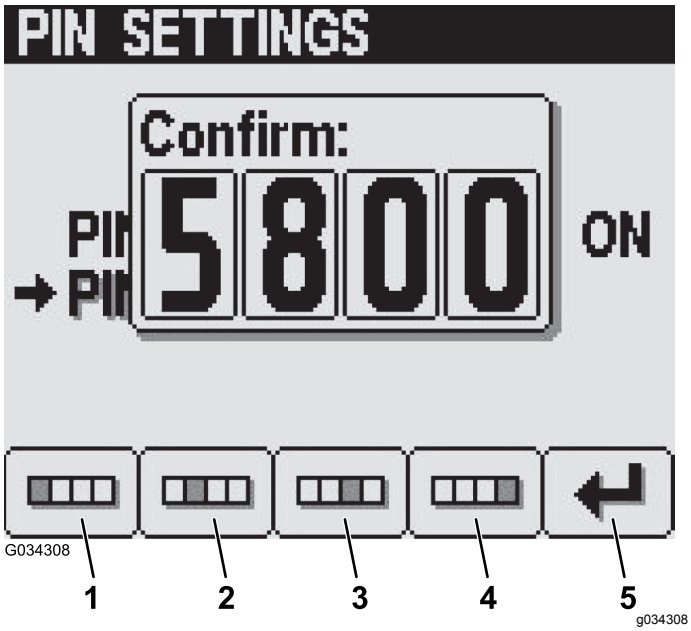

Figur 37
6. Gå till skärmen Bekräfta, ange den nya PIN-koden med knapp 1–4 och tryck på knapp 5 för att mata in den i InfoCenter (Figur 37).